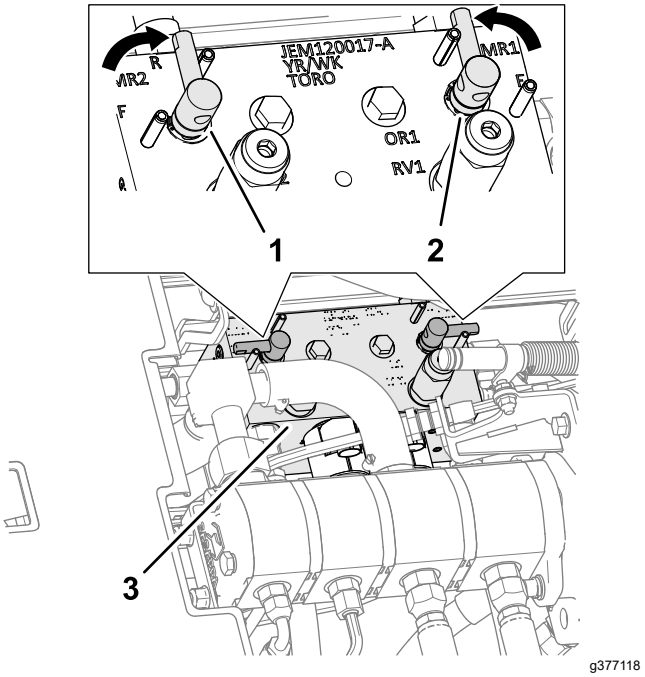

Figura 147
4. Deblocai i ridicai scaunul pentru a avea acces la colectorul mainii de tuns iarba (Figura 147).
5. Deplasai maneta de ascuire în poziia R (de ascuire) (Figura 147).